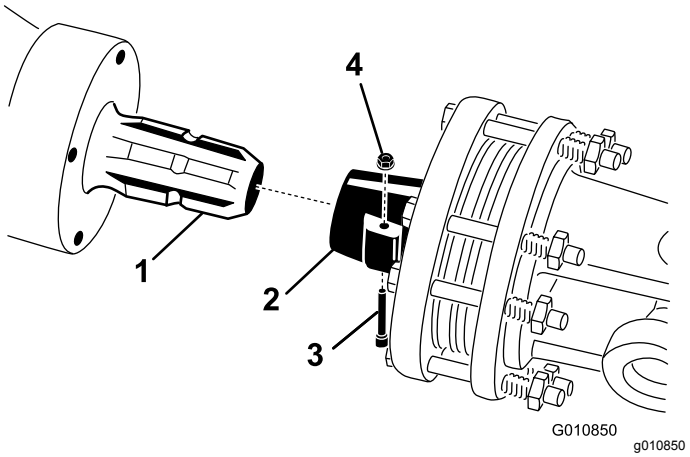

Figuur 23
1. Verwijder de pen en moer van de aftakas (Figuur 23).
2. Sluit het uiteinde van de aftakas aan op de ingangsas van de tandwielkast van de beluchter met behulp van de pen en moer die u eerder hebt verwijderd (Figuur 23).